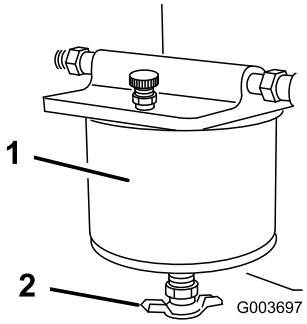

Figure 11
3. Turn the drain valve until the water runs out of the filter (Figure 11).